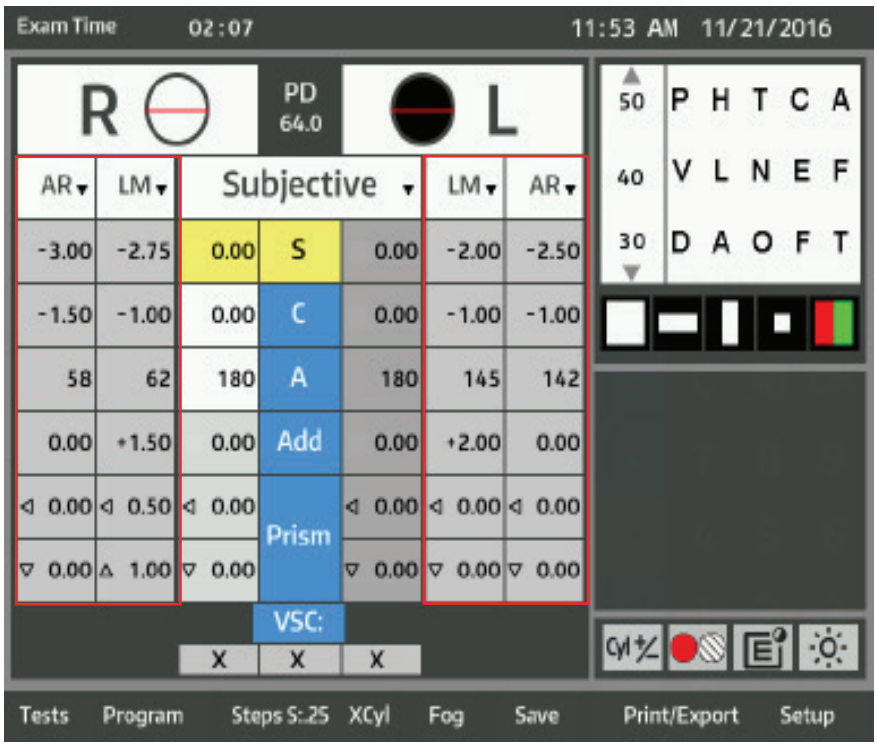

Figure IU-07 Values Table
4. Once an adjustment is made, the label will change from the previous label (*e.g.,* LM, AR) to Subjective. Refer to Figure IU-07.